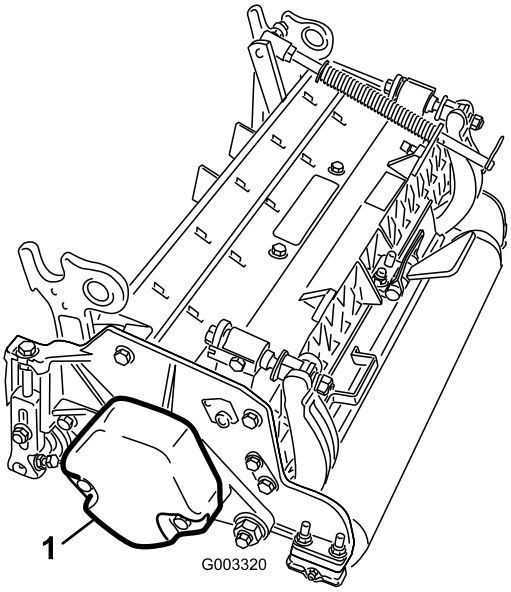

Bild 15
1. Entfernen Sie an den Mähwerken Nr. 2, Nr. 4 und Nr. 6 die zwei Kopfschrauben, mit denen das Gegengewicht links am Mähwerk befestigt ist. Nehmen Sie das Gegengewicht ab (Bild 15).